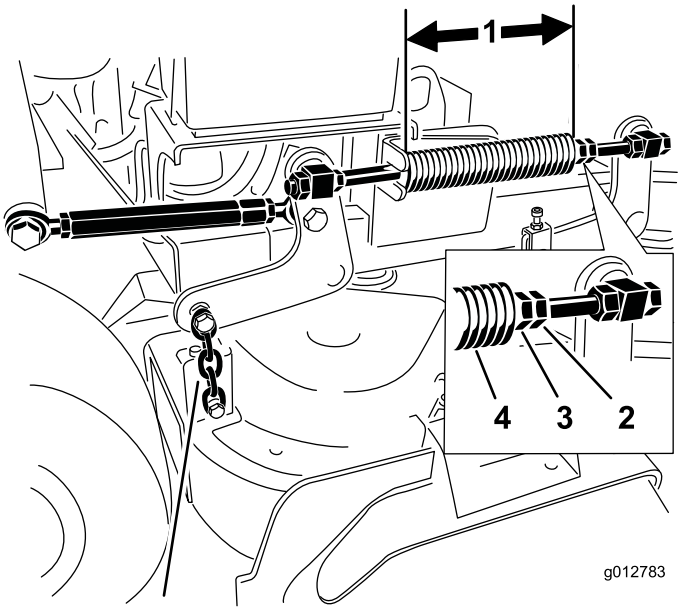

Figur 87
2. Kontrollera kompressionsfjäderns längd. Den nominella längden är 28,2 cm för klippdäck på 91 cm och 25,7 cm för klippdäck på 102 cm (Figur 87).
3. Justera det här avståndet genom att lossa fjäderkontramuttern och vrida muttern framför respektive fjäder (Figur 87).
4. Lås muttern på plats genom att dra åt fjäderkontramuttern (Figur 87).